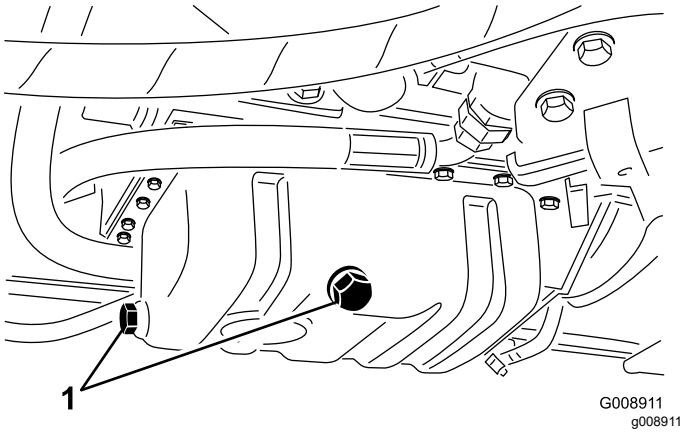

Rysunek 73
3. Wykręć jeden z dwóch korków spustu oleju (Rysunek 73) i odczekaj, aż olej spłynie do podstawionej wanienki, a następnie wkręć korek.